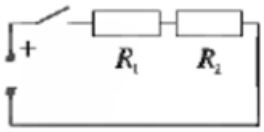

Рис. 1
1. Соберите электрическую цепь по схеме (рис. 1). Подключите вольтметр параллельно сопротивлению R_1 (рис. 2). Запишите показания вольтметра U_1